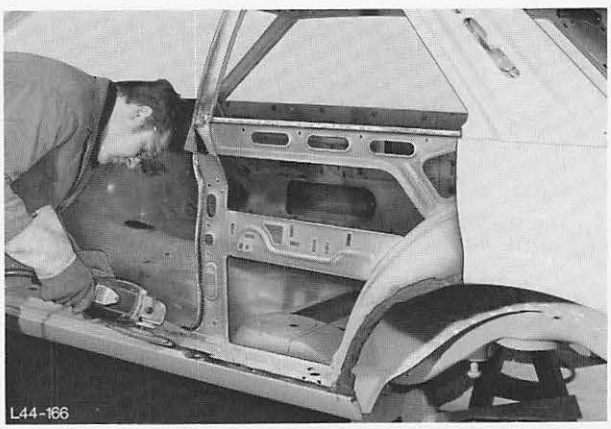

Abb. 199 Punktflansche putzen
15. Punktflansche putzen und richten, Abb. 199.